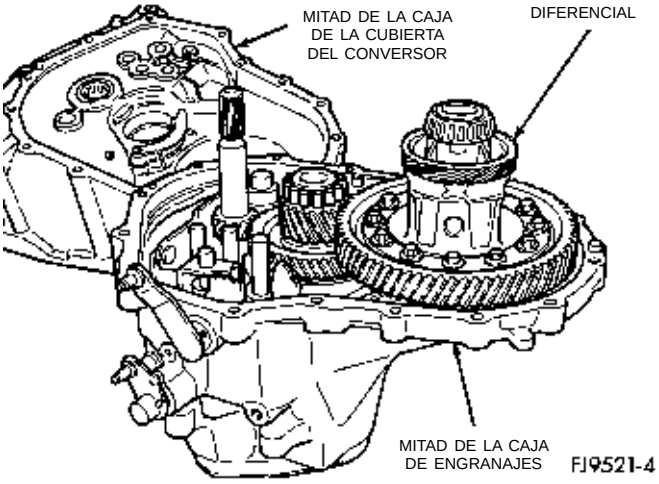
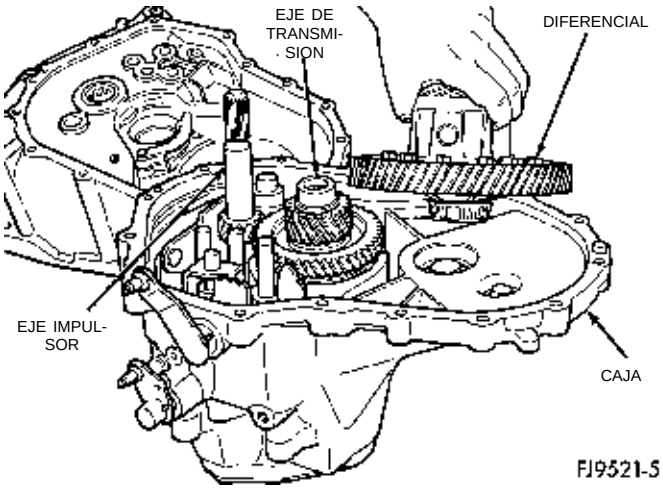

Fig. 33 Desmontaje de la mitad de la caja de la cubierta del conversor
Fig. 34 Desmontaje del conjunto del diferencial
(4) Retire la mitad de la cubierta del conversor de la mitad de la caja de engranajes (Fig. 33).
(5) Retire el cojinete de rodillos del eje de transmisión.
(6) Retire el conjunto del diferencial (Fig. 34).